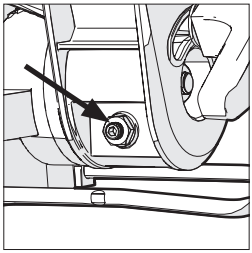

Fig. 10
- Slăbiți contrapiulița șurubului de reglare a unghiului cu o cheie de 10 mm și o cheie imbus de 3 mm (nefurnizate) **(Fig. 10)**.